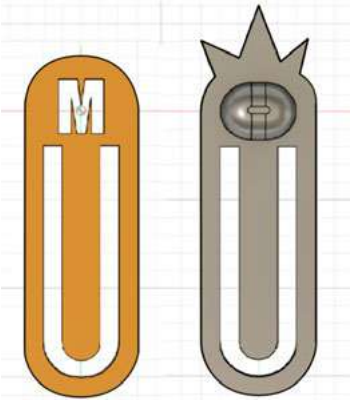

Рис. 13
4. Самостоятельно создайте украшение на закладке. Украшением может служить выдавленная буква вашего имени, выпуклое изображение или изменение общего контура закладки (рис. 13).